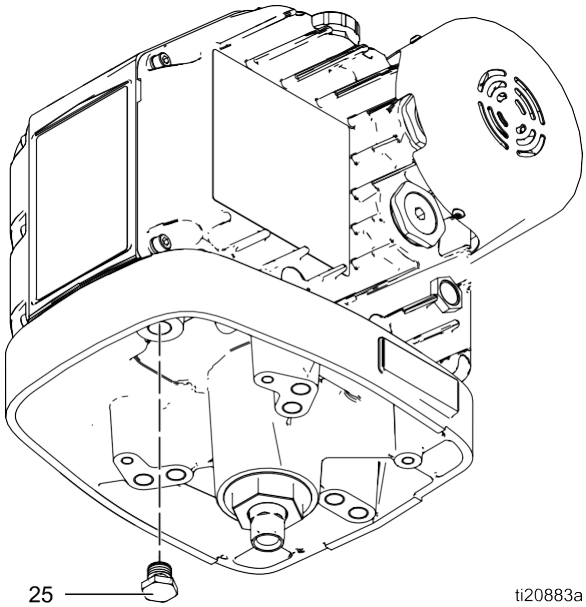
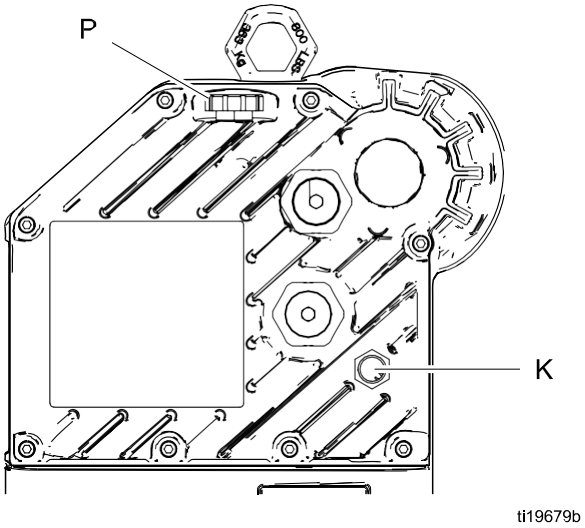

Figure 7 Oil Drain Plug
Figure 8 Sightglass and Oil Fill Cap
1. See Fig. 7. Place a minimum 2 quart (1.9 liter) container under the oil drain port. Remove the oil drain plug (25). Allow all oil to drain from the motor.
2. Reinstall the oil drain plug (25). Torque to 25–30 ft-lb (34–40 N•m).
3. See Fig. 8. Open the fill cap (P) and add Graco Part No. 16W645 ISO 220 silicone-free synthetic gear oil. Check the oil level in the sight glass (K). Fill until the oil level is near the halfway point of the sight glass. The oil capacity is approximately 1.5 quarts (1.4 liters). **Do not overfill.**
See Fig. 8. Check the oil level in the sight glass (K). The oil level should be near the halfway point of the sight glass when the unit is not running. If low, open the fill cap (P) and add Graco Part No. 16W645 ISO 220 silicone-free synthetic gear oil as required. The oil capacity is approximately 1.5 quarts (1.4 liters). **Do not overfill.**